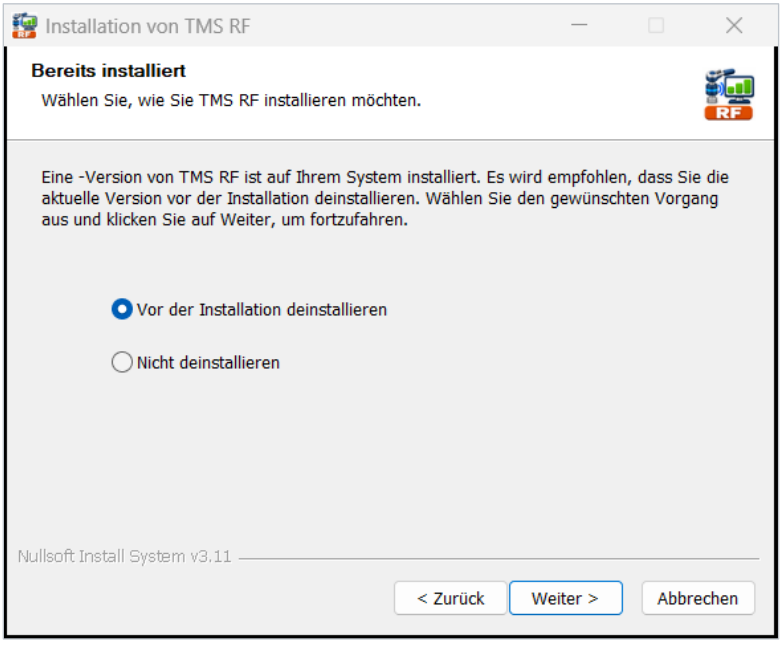

Abbildung 17-1 Das Installationsprogramm erkennt eine installierte ältere Version
2. Klicken Sie wie angezeigt auf „Weiter >“; die Seite „Bereits installiert“ erscheint (Abbildung 17-1).